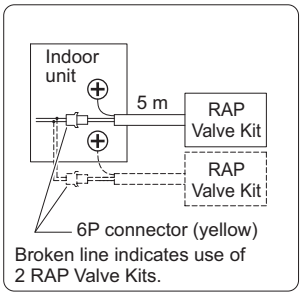

Fig. 2-347
(1) Wiring
- Put the 6P connector from the RAP Valve Kit through the power inlet and connect it to the 6P connector (yellow). (See Fig. 2-347)
(2) Refrigerant Tubing